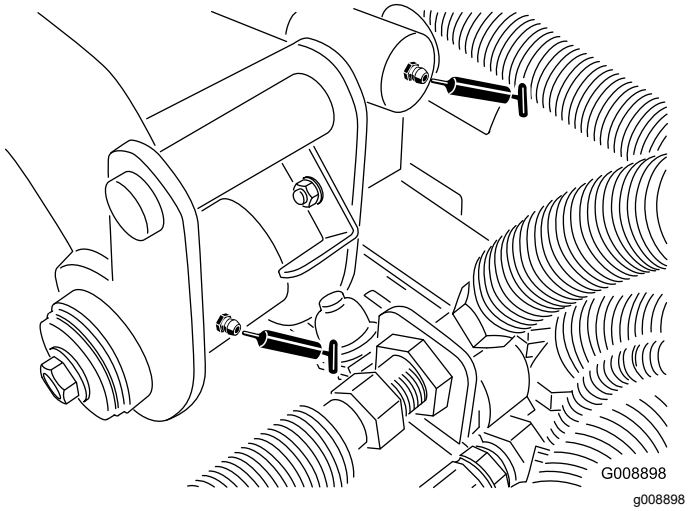

Figur 49
- Bakre løftearmstapp og løftesylindere (2) (Figur 49)